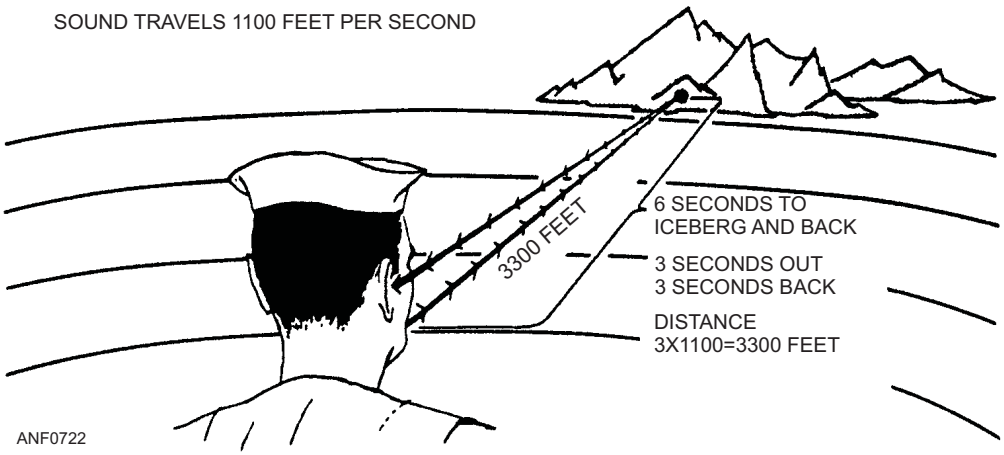

Figure 7-22.—Using voice echo to measure distance.
Voice echo has been used to measure distance across canyons and the distance of icebergs from ships, as shown in figure 7-22. If it requires 6 seconds for a sound wave to reach an iceberg and return, the total distance traveled by the wave is 6,600 feet. The actual distance to the iceberg is only 3,300 feet. It requires only one-half the time, or 3 seconds, for the sound to reach the iceberg. Therefore, the iceberg is 1,100 × 3 or 3,300 feet away. Mathematically, the distance to the object is one-half the product of the velocity multiplied by the time in seconds. In this case, the velocity (1,100) is multiplied by the time in seconds (6). This divided by 2 equals 3,300 feet—the distance to the object.